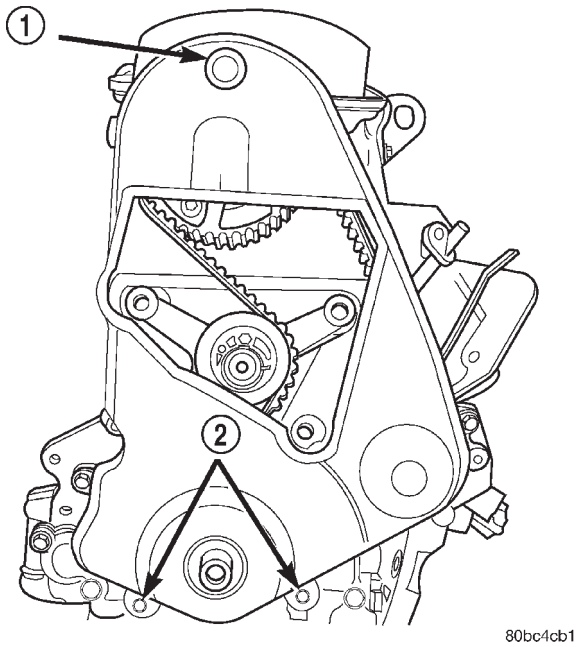

Abb. 64 Vordere Zahnriemenabdeckung
(5) Schraube zur Befestigung der rechten Motoraufhängung am Aufhängungsträger lösen.
(6) Servopumpen-Baugruppe abbauen und zur Seite legen.
(7) Rechten Träger der Motoraufhängung abbauen.
(8) Vordere Zahnriemenabdeckung abbauen (Abb. 64).